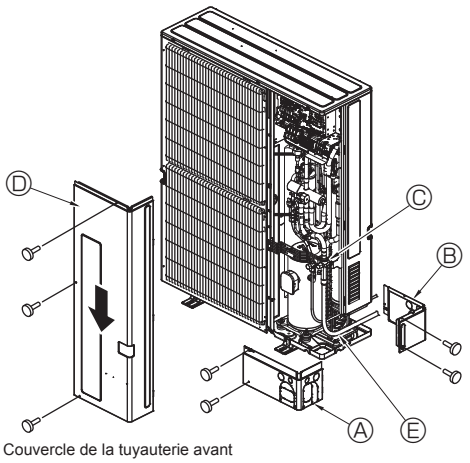

Fig. 4-7
4.5. Mise en place des tuyaux de réfrigérant (Fig. 4-7)